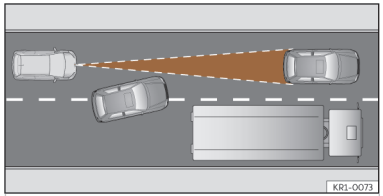

Abb. 137 Fahrspurwechsel eines anderen Fahrzeugs.
- Fahrzeuge, die in geringem Abstand auf die eigene Fahrspur wechseln ››› (Abb. 137).